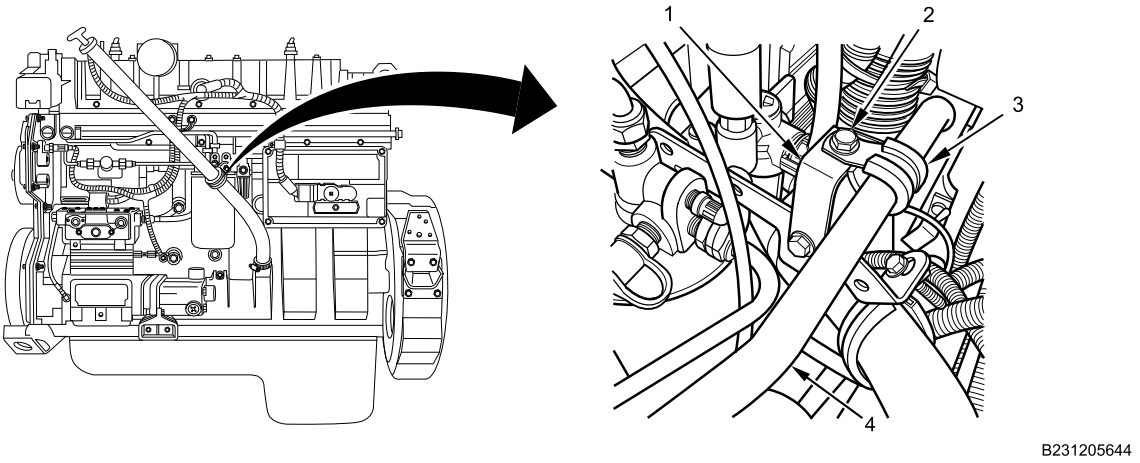

Figure 11. Air Compressor Delivery Air Line Bracket Clamp.
4. Install pipe clamp (Figure 11, Item 3) on air compressor delivery air line pipe (Figure 11, Item 4).
5. Apply corrosion preventive compound to pipe clamp bolt (Figure 11, Item 2).
6. Loosely install pipe clamp (Figure 11, Item 3) on support bracket (Figure 11, Item 1) at fuel filter with clamp bolt (Figure 11, Item 2) and nut (not shown).